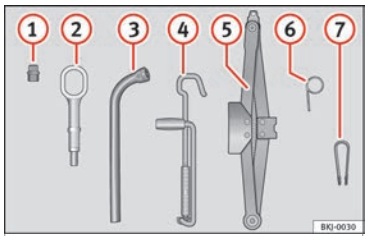

Rys. 76 Pod podłogą bagażnika: zestaw narzędzi samochodowych.
- Umieścić druciany haczyk (narzędzia samochodowe »» **rys. 76** (6)) w jednym z otworów w osłonie piasty.
- Umieścić druciany haczyk (narzędzia samochodowe ››› **rys. 76** (6)) w przeznaczonym do tego miejscu ››› **rys. 78**.